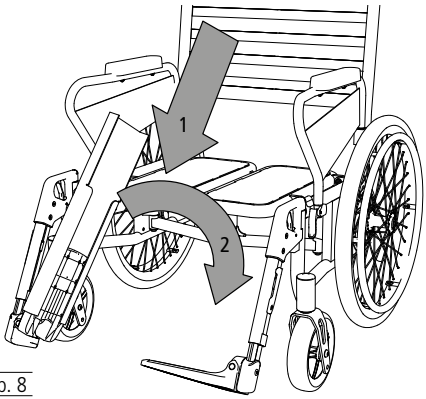

afb. 8
2. Plaats de voetenplank volledig op de opgeklapte voetsteun (1, afb. 8) en draai de voetenplank vervolgens zover omlaag (2, Abb. 8) dat de uitsparing de voetsteun aan de andere kant volledig bedekt.